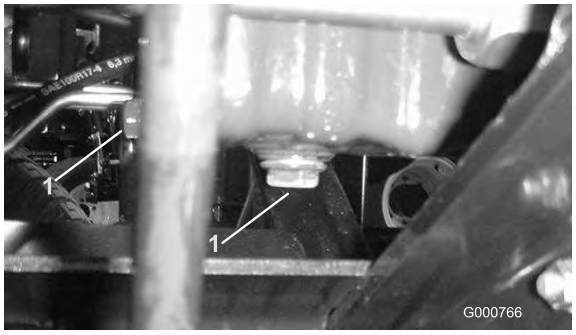

Figura 54
1. Retire o bujão de dreno (Figura 54) e deixe o óleo escorrer para um recipiente adequado. Quando o óleo parar, volte a montar o tampão de escoamento.